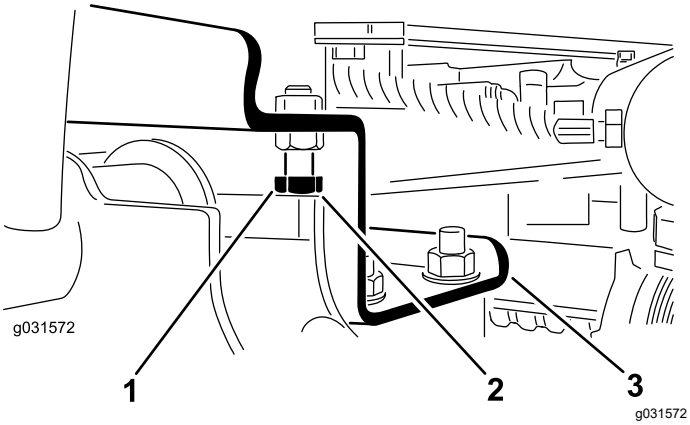

图 12
A. 拧松止动螺栓图 12。
2. 确保各个提升臂与止动螺栓之间的间隙介于 0.131.02mm 之间如 图 12所示。